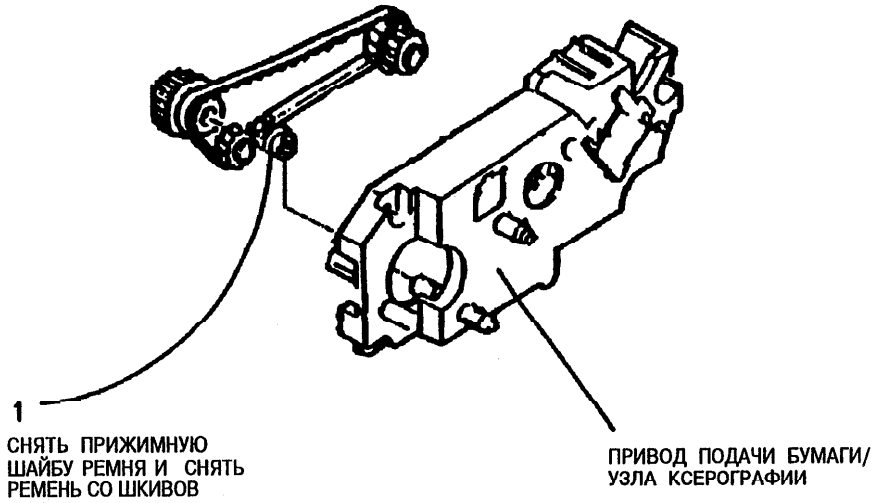

Рис. 1. Снятие ремня привода подачи бумаги
2. (Рис. 1): Снять ремень привода подачи бумаги.